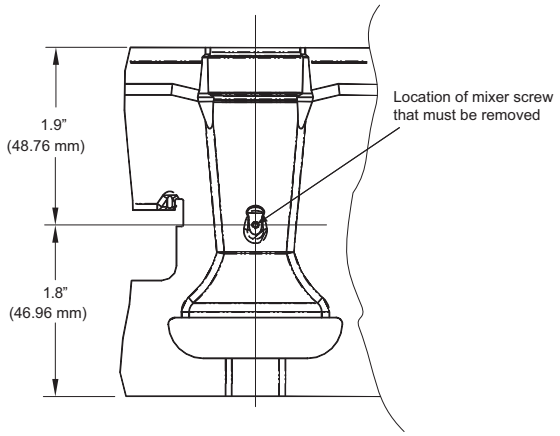

**Figure 5 - Mixer Screw Location**
**NOTE**: Each burner contains a mixer screw that must be removed. Refer to Figure 5 for the mixer screw location.